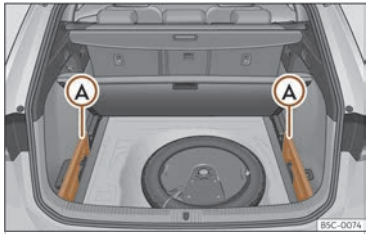

Fig. 190 Dans le coffre à bagages : logement pour ranger la plage enroulable.
- Retirez les caches gauche et droit ››› **fig. 190** Ⓐ.